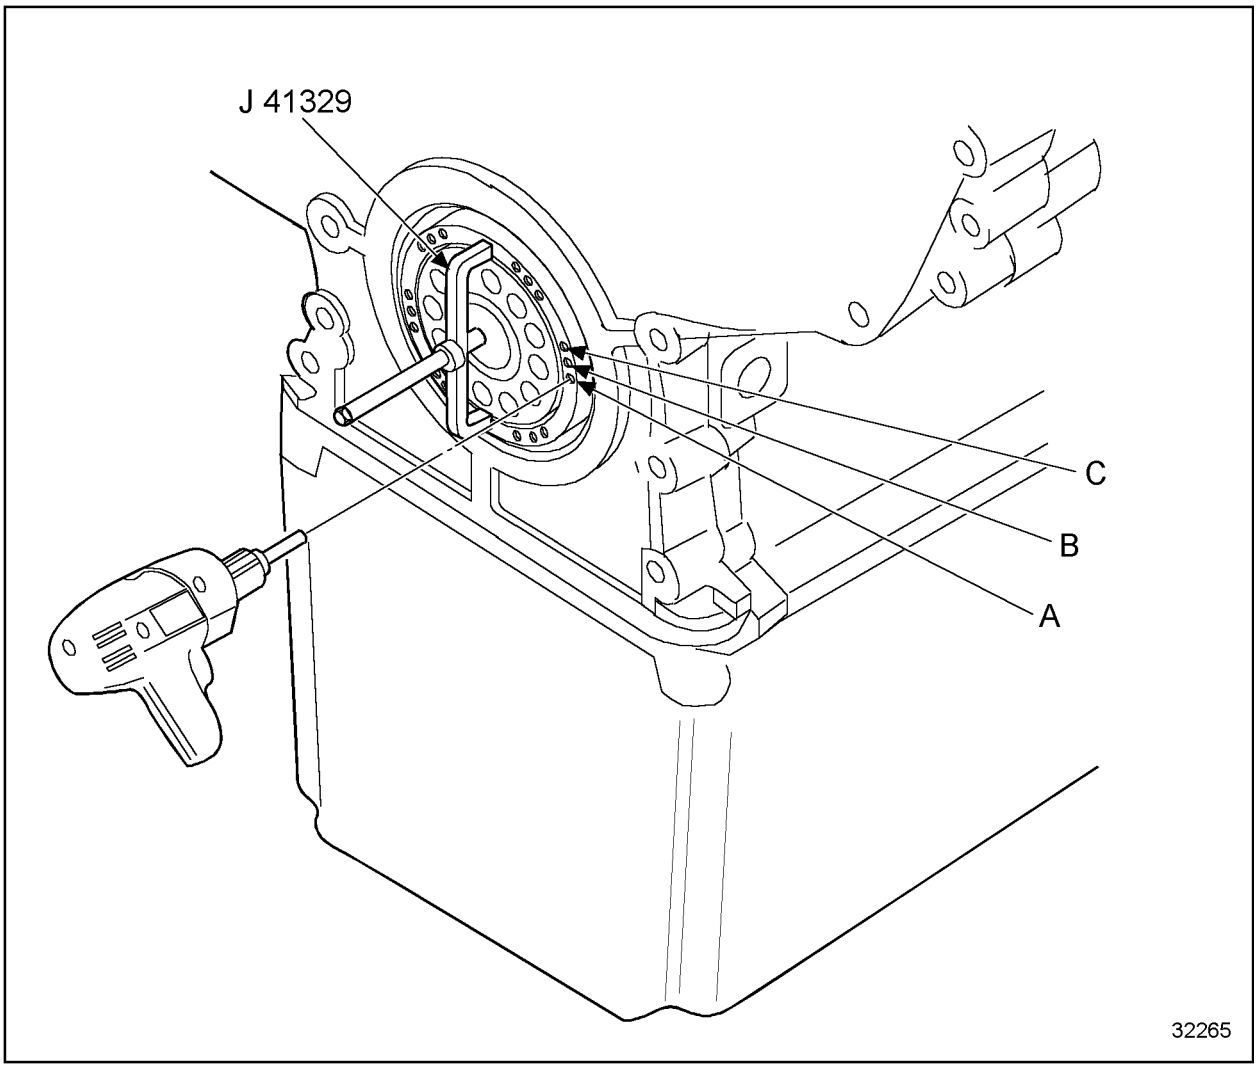

Figure 1-136 Removing Front Crankshaft Oil Seal from Gear Case Cover
1. Install puller, J 41329 part of J 35993, over crankshaft and hold against seal. See Figure 1-136.